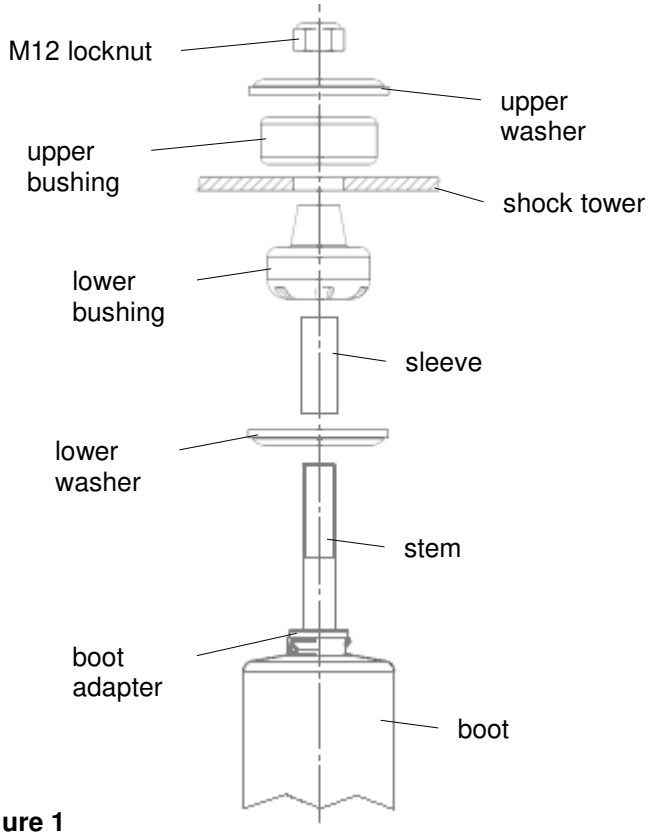

Figure 1
C. Using the supplied stem mounting hardware, install the lower washer, sleeve, and bushing on the shock stem. Then insert the stem into the original location in the shock tower. Carefully compress the shock by hand and install the lower mount of the Bilstein Shock Absorber in the original location. Please refer to Figure 1 for the proper order of installation of the stem hardware.